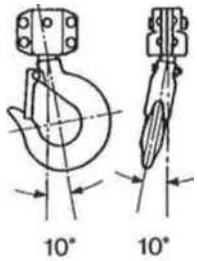

Рис. 1
9. Если вертикальный угол шейки верхнего или нижнего крюка достигает 10° градусов, крюк необходимо заменить (Рис. 1).